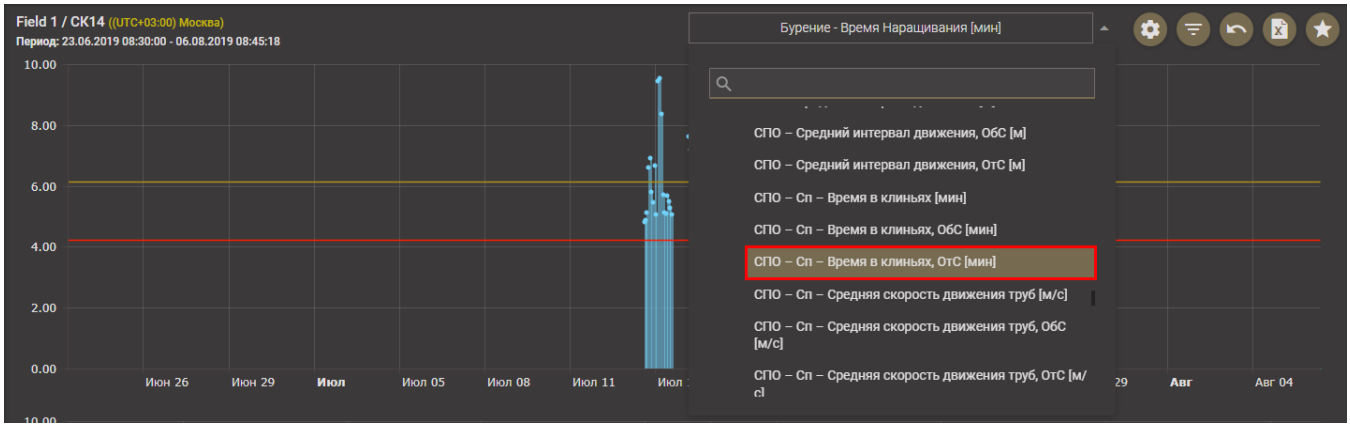

Рис. 2.45
1) Выбрать показатель эффективности, который будет представлен на диаграмме. Для этого следует раскрыть выпадающий список и выбрать нужный показатель (рис. 2.45).